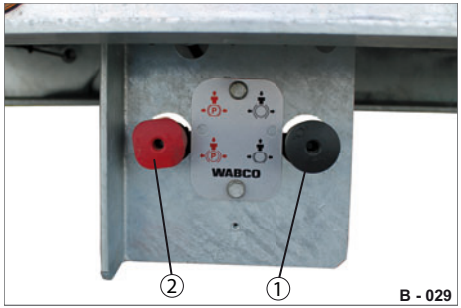

Abb. 43 Bedienkonsole: Bremsen
▶ Ziehen Sie die Federspeicher-Feststellbremse (Abb. 43/2).